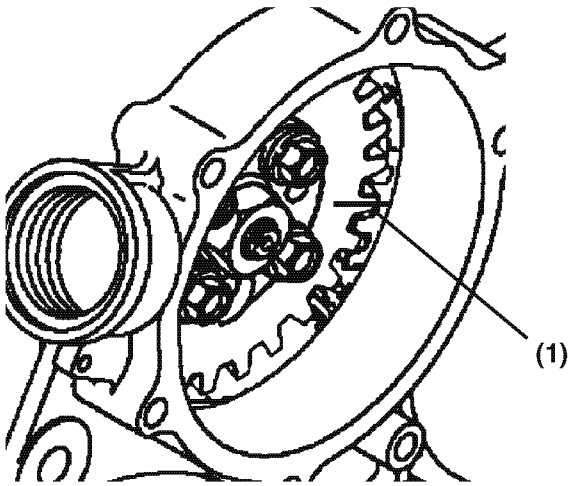

Figure 7-15
- On TNV94 - 106 model engines, the idler gear is visible. Make a reference mark **(Figure 7-15, (1))** across both the fuel injection pump drive gear and the idler gear.